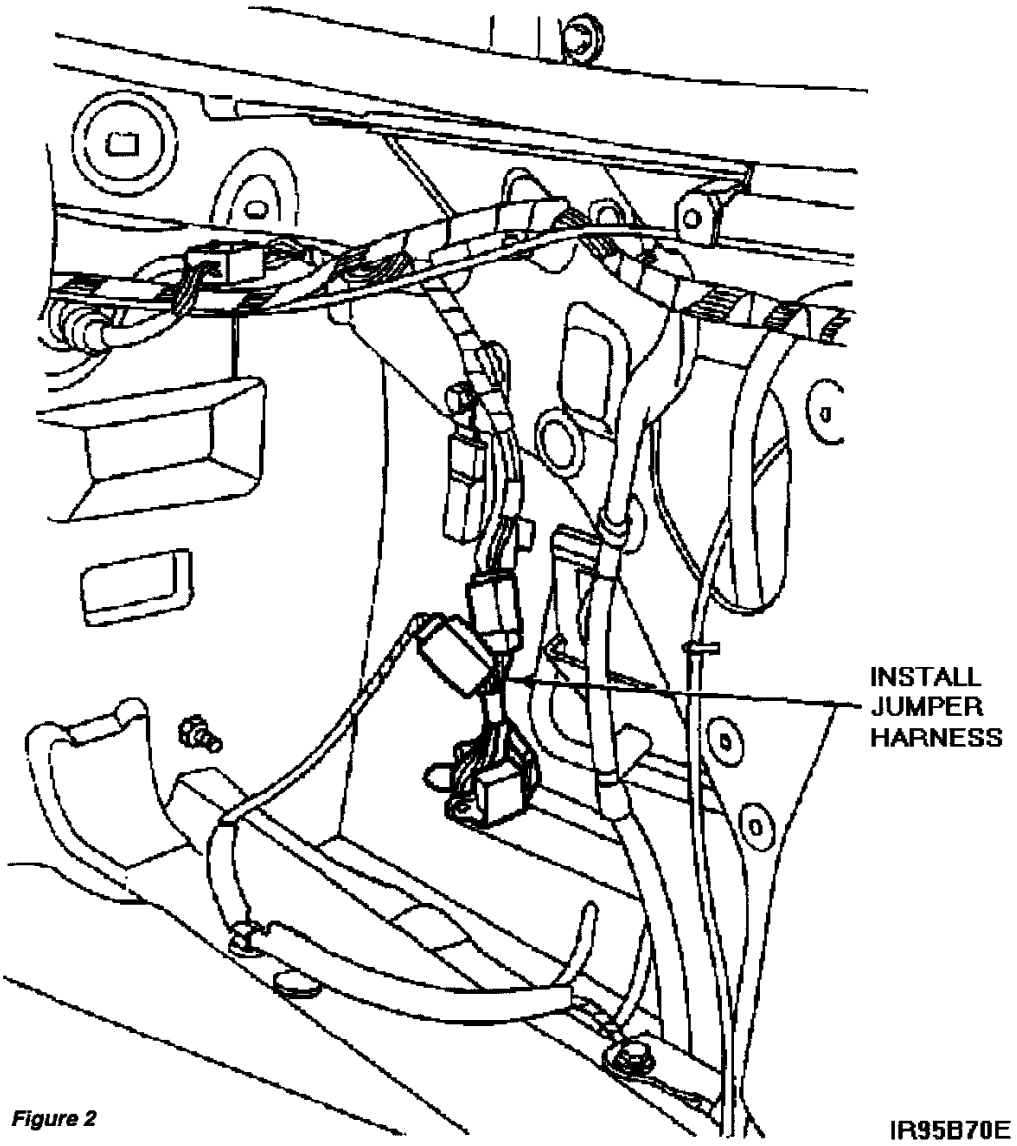

Figure 2
13. Install jumper harness, connecting it to the fuel pump and the free end to the vehicle harness. See Figure 2.